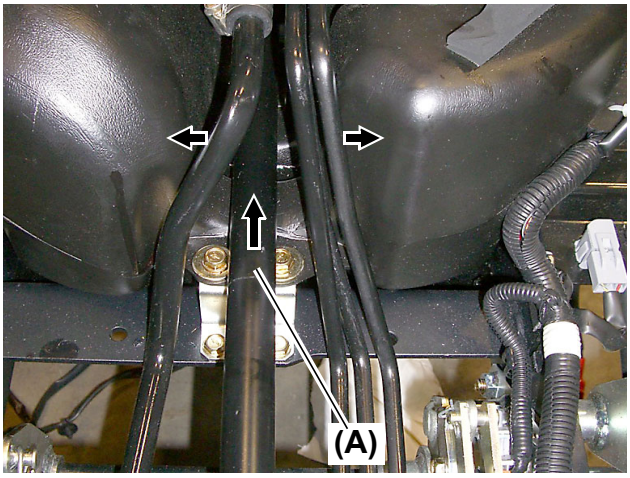

Fig. 3
5. Expand the piping over the fuel tank slightly sideways so that the main drive shaft **(Fig. 3, (A))** can pass through.